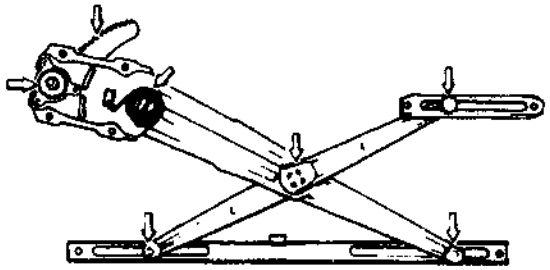

Fig. 4.1-7
1) Daub multi-purpose grease on all sliding and turning parts of front door glass regulator, see the positions indicated by arrowheads in Fig. 4.1-7.